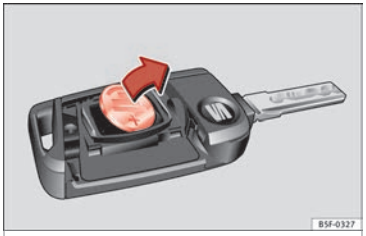

Fig. 117 Vehicle key: removing the battery.
- Extract the battery from the compartment using a suitable thin object ›››Fig. 117.
- Place the new battery in the compartment as shown ›››Fig. 117, pressing in the opposite direction to that shown by the arrow ››› ❗.